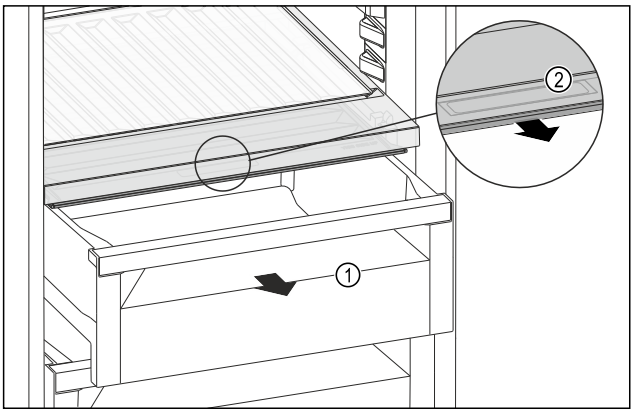

Fig. 232
▶ Extrageți sertarul *Fig. 232 (1)*.
▶ Prindeți mânerul încastrat *Fig. 232 (2)* de la capacul compartimentului și trageți concomitent capacul compartimentului spre partea frontală.